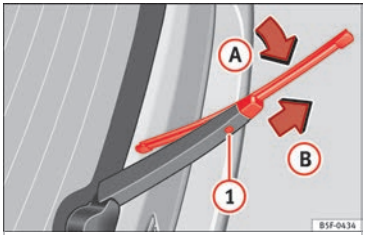

Fig. 83 Changing the rear wiper blade
- Turn the blade slightly ››› **Fig. 83** (arrow (A)).
- Hold down the release button (1) while gently pulling the blade in the direction of arrow (B).
- Insert a new blade of the **same length and type** in the rear wiper arm in the opposite direction to the arrow (B) and hook into place button (1).